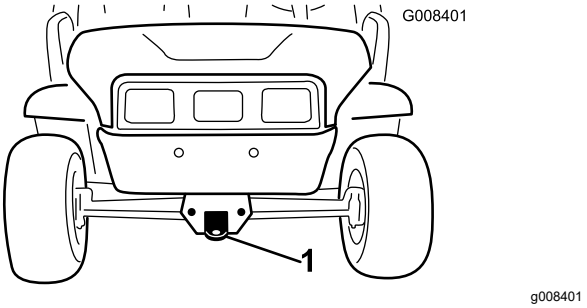
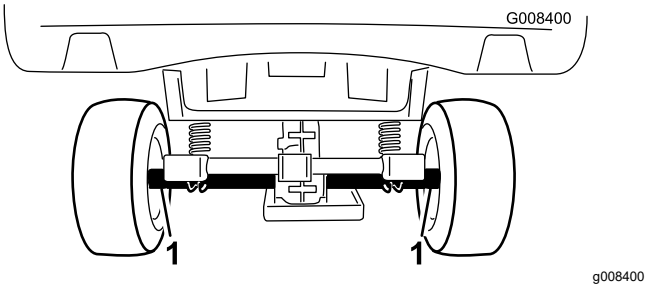

Figur 18
Figur 19
Se Figur 18 och Figur 19 för fästpunkternas placering på maskinen.
2. Fäst en bogserlina i bogseröglan framtill på maskinens ram (Figur 18).